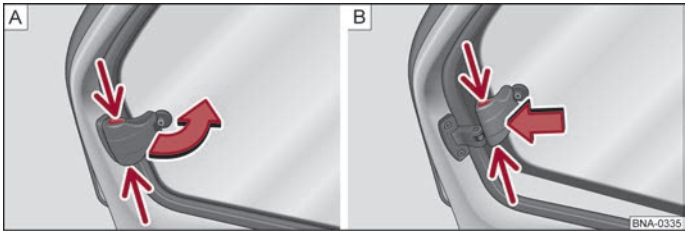

Fig. 18 Rear windows
– Take hold of the safety in der recess ⇒Fig. 18 - A and open the window in the direction of the arrow.
– Lock the window while in its opened position by pressing the safety in the direction of the arrow ⇒Fig. 18 - B.
– Take hold of the safety in the recess and pull it in the opposite direction of the arrow ⇒Fig. 18 - B.
– Close the window in the initial position in the opposite direction of the arrow ⇒Fig. 18 - A until the safety audibly latches.